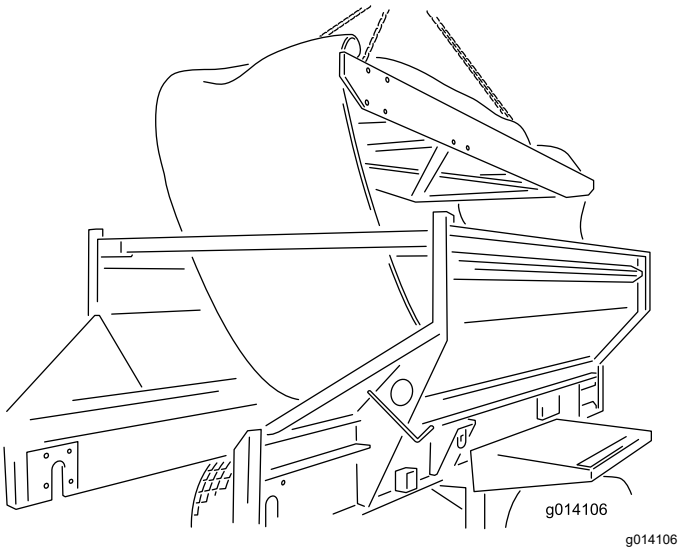

Rysunek 55
24. Zdejmij wkład, podnosząc go od górnej maszyny. Umieść go na ziemi (Rysunek 55).